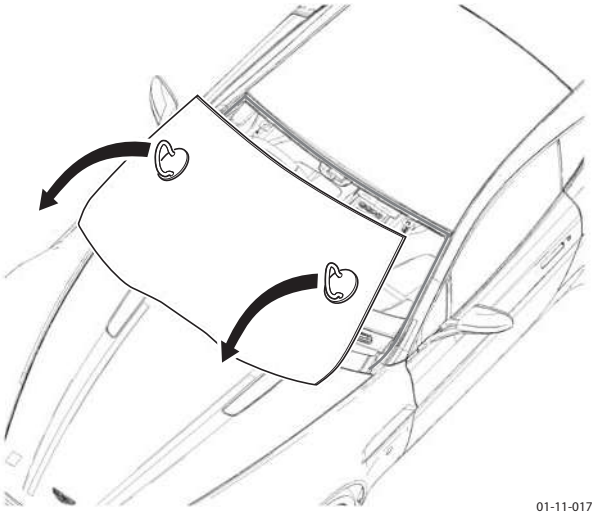

Figure 2
10. Cut out windshield and remove (see Figure 2).